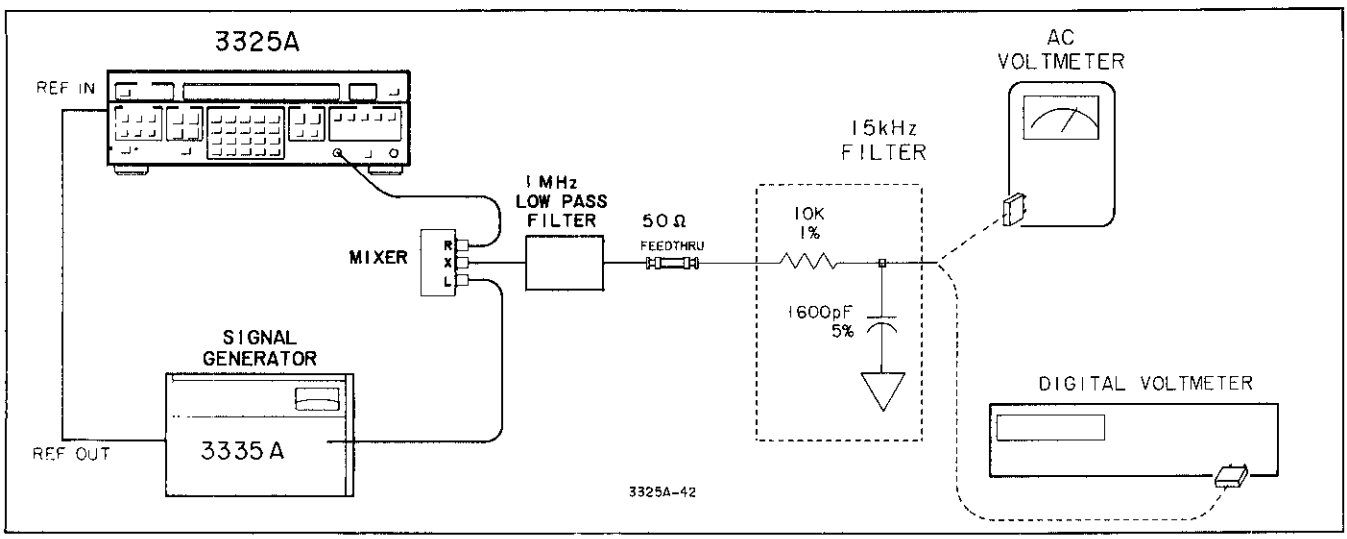

Figure 4-3. Integrated Phase Noise Test
Capacitor: 1600 pF ±5% (-hp- Part No. 0160-2223) See Figure 4-3
a. Connect the equipment as shown in Figure 4-3, connecting the 15kHz noise equivalent filter output to the ac voltmeter. Phase lock the 3325A and the signal generator together.